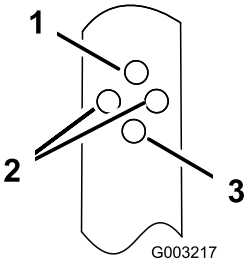

Figur 14
2. Sæt en bolt gennem et af hullerne i hvert håndtagsbeslag, så håndtaget kommer til at stå i den ønskede position (Figur 14).